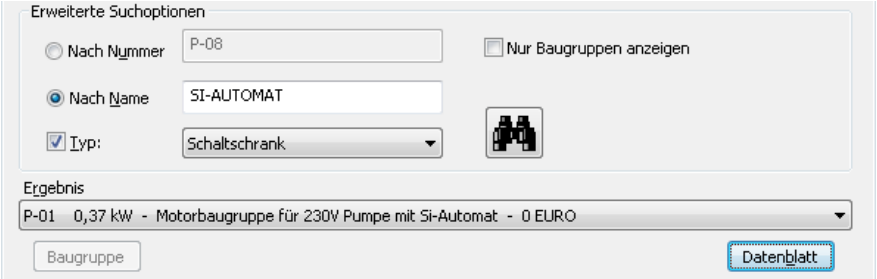

Bild 29.19 – Produkt, zusätzliche Einschränkung nach Typ
- Wenn Sie die Auswahl zusätzlich auf den Produkttyp einschränken wollen, so aktivieren Sie das Optionsfeld *Typ* und wählen im Listenfeld unter *Luft, Schaltschrank, Wasser* und *Nicht zugeordnet* aus. Klicken Sie dann nochmals auf das *Fernglas* (Abb. 29.19).